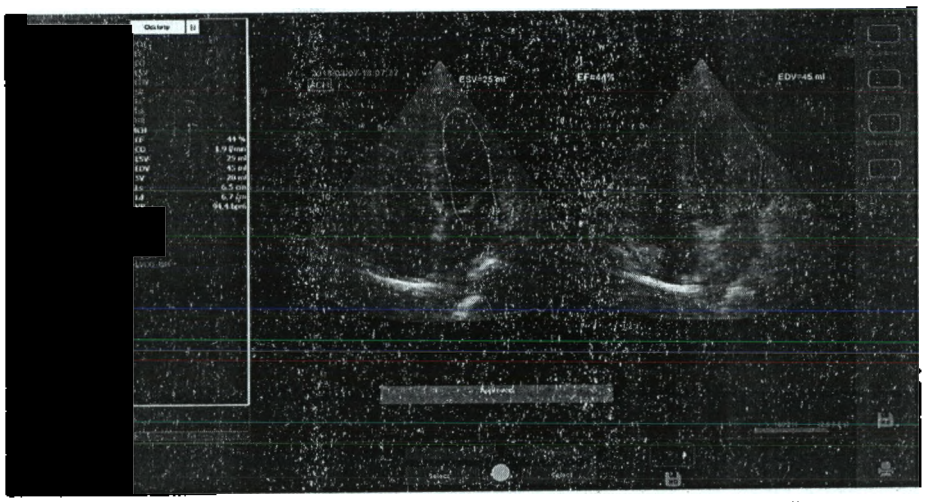

Рис. 8-13. Два экрана с результатами Auto EF – альтернативный режим отображения
- Нажмите ***EF Dual*** (Двойная фракция выброса), чтобы увеличить кадры конечной систолы и конечной диастолы и расположить их рядом (Рис. 8-13 *на стр. 8-36*).